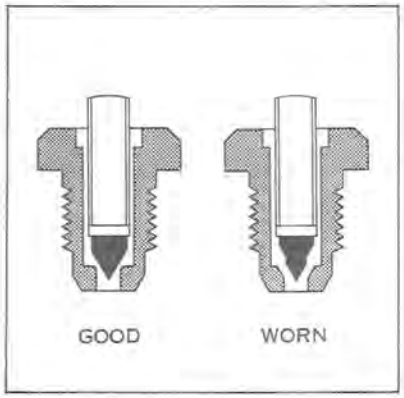

Figure 5-5
f. Inspect float needle valve and seat, and replace if nicked, scratched, or worn (see Figure 5-5). The valve seat and needle are a matched set; if either is worn, both parts must be replaced. Use a new sealing gasket when installing needle seat.